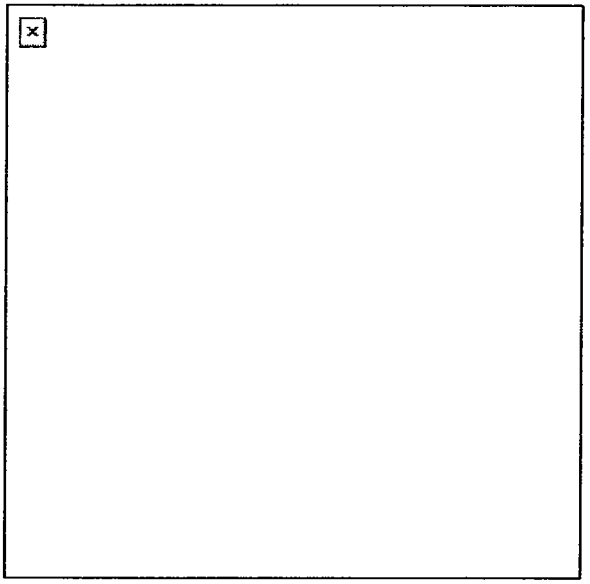

Figure 5. Start of movement past basement window.
(1) Do not merely walk or run past a basement window; your legs will present a good target to an enemy gunner inside the building.
(2) The right way to pass a basement window is to keep as close to the building as possible and, when you reach the window, step or jump above and pass the window without exposing your legs (Figures 5 and 6).